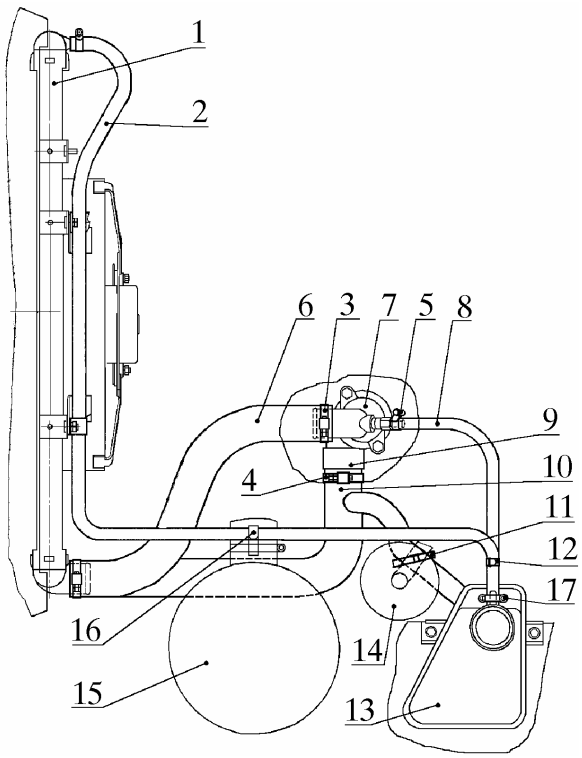

Рис. 10. Отсоединение шлангов расширительного бачка, подводящего и отводящего шлангов радиатора:
4.7.2. Отсоединить шланг 2 (рис. 10) от расширительного бачка 13, ослабив хомут 17 и сняв поясок 12